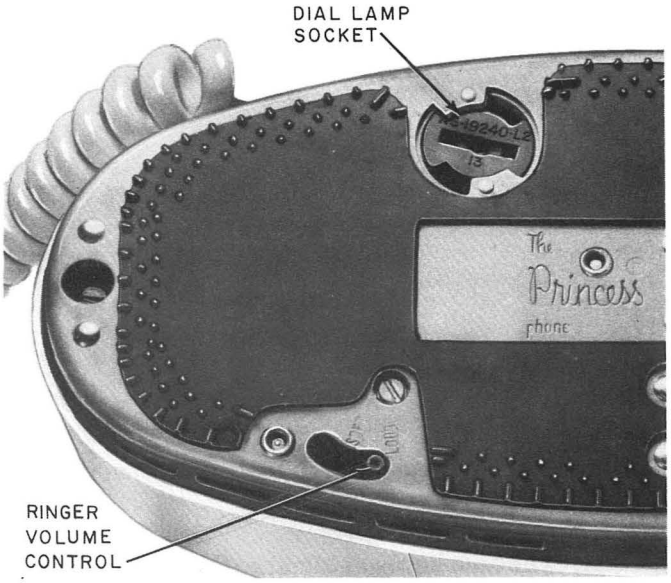

Fig. 5—▶2702D (MD) or DM (MD) Telephone Set, Partial Bottom View◀
- ***Ringer Volume Control:*** provides manual control of ringer volume on 2702D (MD) or DM (MD) sets (Fig. 5).